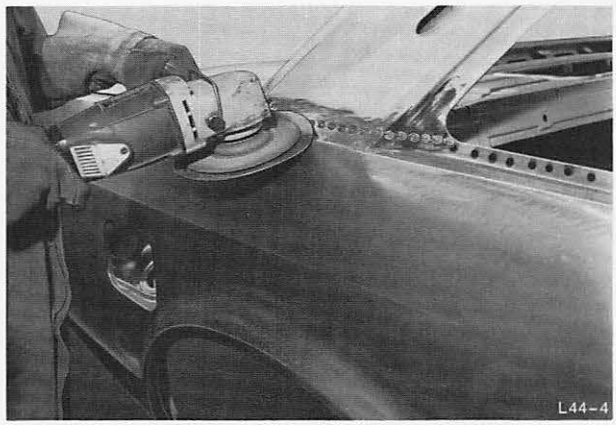

Abb. 174 Schweißstellen putzen
31. Schweiß- und Lötstellen putzen, Abb. 174.